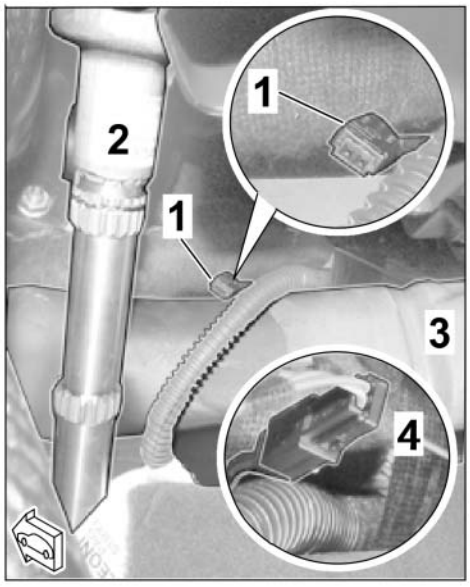

Figure 19
– Connection point in LHD vehicle (⇒ *Figure 19*):
- Connect (2-pin) plug connection (⇒ *Figure 19* **-4-** and ⇒ **-4-**).